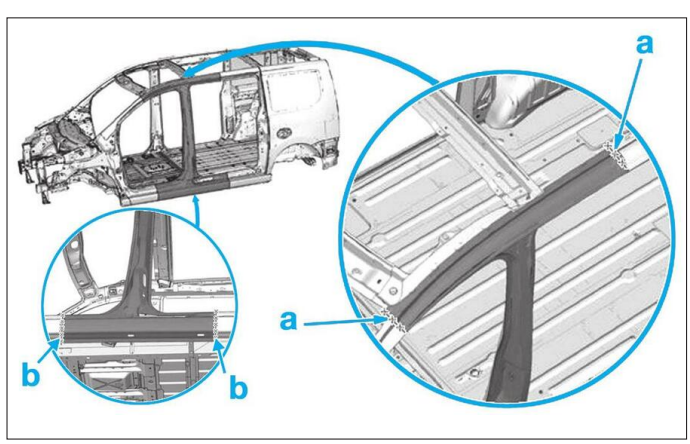

**FIG. 56**
• Déposer le renfort de pied milieu **(Fig.56)**.